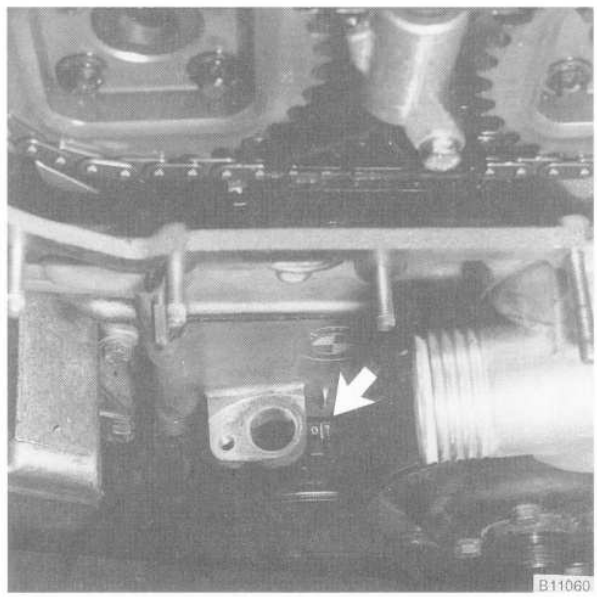

Fig. 19. Crankshaft is positioned at TDC when notch on front timing chain cover is aligned with 0/T mark on vibration damper.
23. Set the engine to approximate TDC by rotating the engine in the normal operating direction until the camshaft lobes at cylinder no. 1 are facing each other. The arrow(s) on the camshaft sprocket(s) should be pointing up. See Fig. 19.
- *To confirm that the crankshaft is set to the TDC position, check that the 0/T mark (0° TDC) on the front lower timing chain cover is aligned with the vibration damper. See Fig. 19.*
- *The crankshaft must be locked in the TDC position at the flywheel with BMW special tool no. 11 2 300 prior to installing the cylinder head. Check that the mark on the lower timing chain cover is aligned. See Fig. 19 given earlier.*